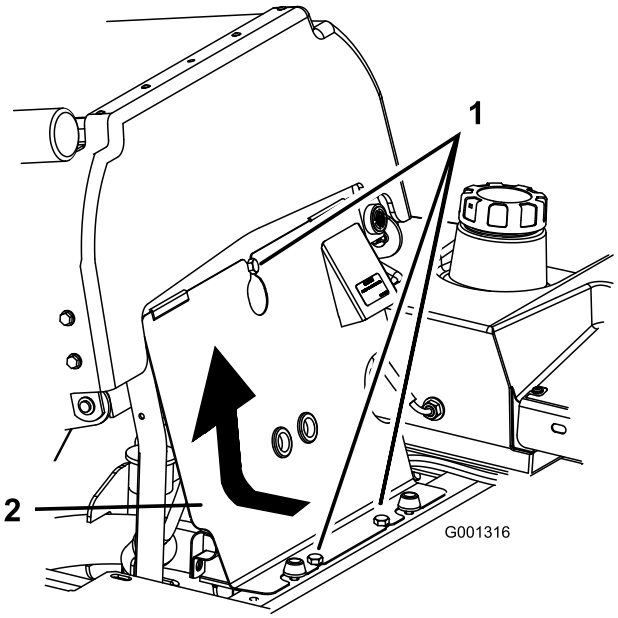

**Figur 37**
1. Vip sædet frem, løsn boltene, og fjern motorens frontpanel (Figur 37).